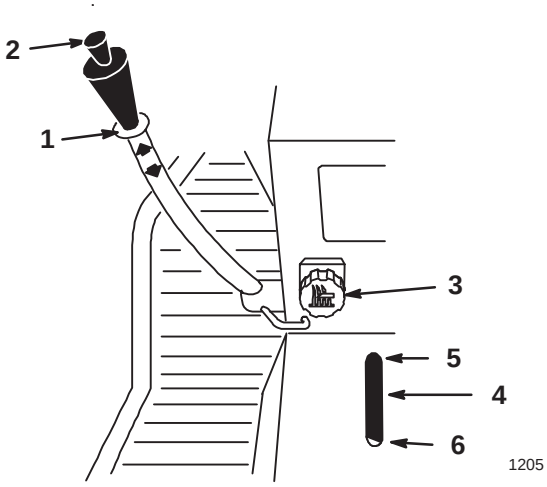

Abbildung 19
Der Absenkhebel (Abb. 19) wird verwendet, um verschiedene Zusatzvorrichtungen abzusenken und anzuheben.
Mit dem Dial-A-Height-Regler (Abb. 19) wird die Abwärtsbewegung der Zusatzvorrichtung eingeschränkt. Der Dial-A-Height-Knopf wird gedreht, um den Punkt des Anschlags nach oben oder unten zu verschieben.
1. Den Absenkhebel nach oben schieben – siehe “Anheben von Zusatzvorrichtungen”. In gehobener Position kann der Dial-A-Height-Knopf (Abb. 19) gedreht werden, um die Anschlagsposition zu verändern. Den Knopf im Uhrzeigersinn drehen, um die Zusatzvorrichtung anzuheben, und im Gegenuhrzeigersinn, um die Zusatzvorrichtung abzusenken.
2. Die Dial-A-Height-Anzeige (Abb. 19) zeigt die Höhenänderung, während die Einstellung vorgenommen wird.